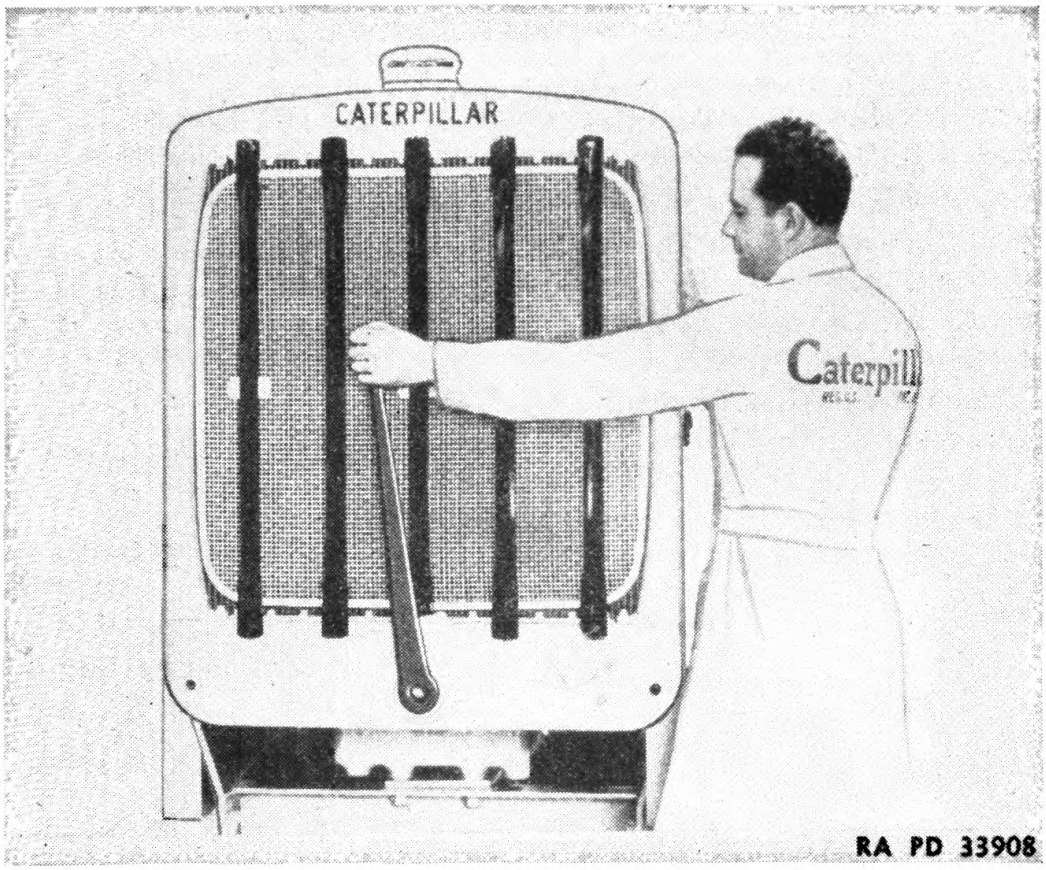

FIGURE 19.—Rocker method for checking compression.
a. Valve seating.—It is well to check the valves occasionally for proper seating. This may be easily done by "rocking" (fig. 19) the engine against compression with the Diesel handcrank. If the engine